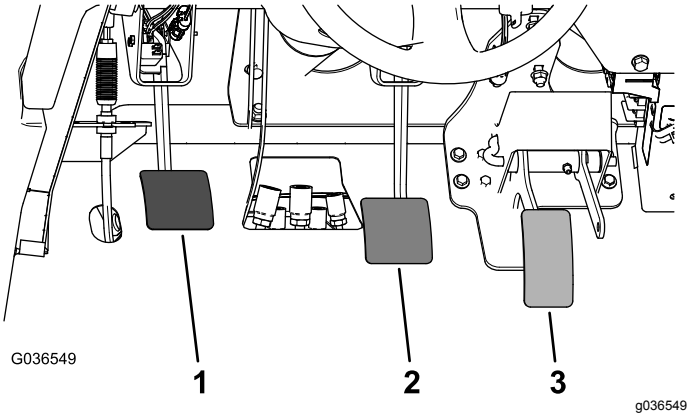

Rysunek 66
2. Unieś pedał hamulca (Rysunek 66) aż dotknie ramy.
3. Odkręć przeciwnakrętki mocujące jarzmo do głównego wału siłownika (Rysunek 66).